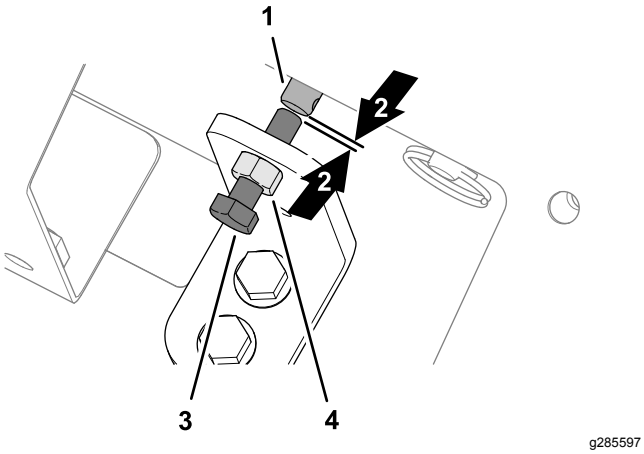

Figur 34
1. Lossa kontramuttern vid det manuella säkerhetsfästet (Figur 34).
2. Vrid sexkantsskruven till säkerhetsventilen moturs tills du ser ett litet mellanrum mellan skruvänden och änden av golvhastighetsmagnetventilens skaft (Figur 34).
3. Dra åt kontramuttern (Figur 34).